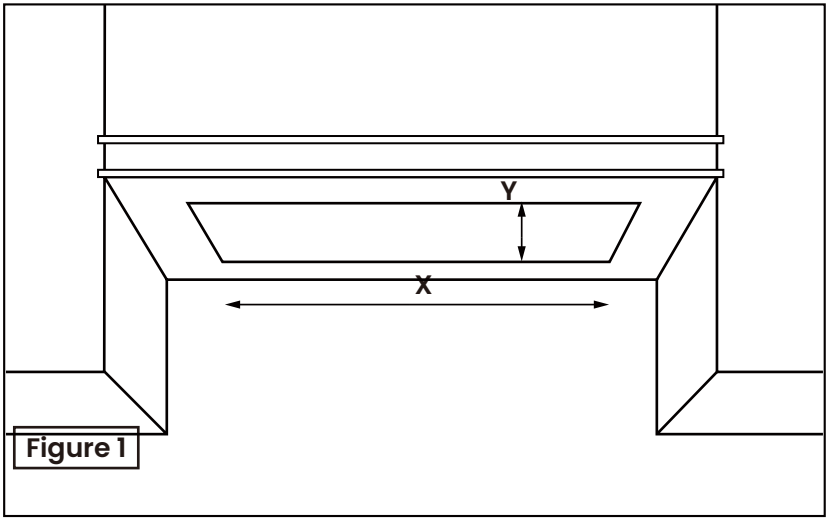

Figure 1
1. Découpez une ouverture au bas de l'armoire selon le modèle que vous avez acheté, en laissant au moins 0,5 pouce du bord dans toutes les directions comme indiqué sur la figure 1. Les dimensions spécifiques sont indiquées dans la figure ci-dessous :